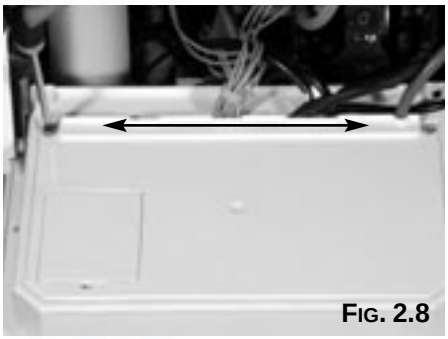

FIG. 2.8
1. Remove the service cover on the control panel **(FIG 2.8)**.